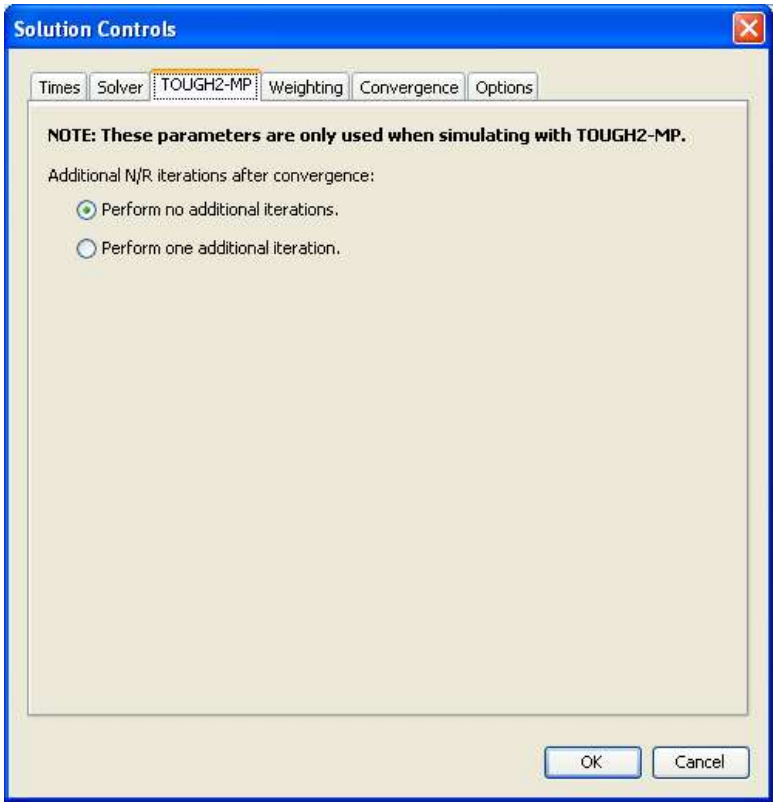

**Figure 10-3: The TOUGH2-MP tab controls**
Select the **TOUGH2-MP** tab, Figure 10-3. These are options for the TOUGH2-MP simulator. The Additional N/R iterations after convergence option controls the value of MOP(21) in record PARAM.1. The simulator can be set to perform one additional Newton-Raphson iteration after convergence if needed.